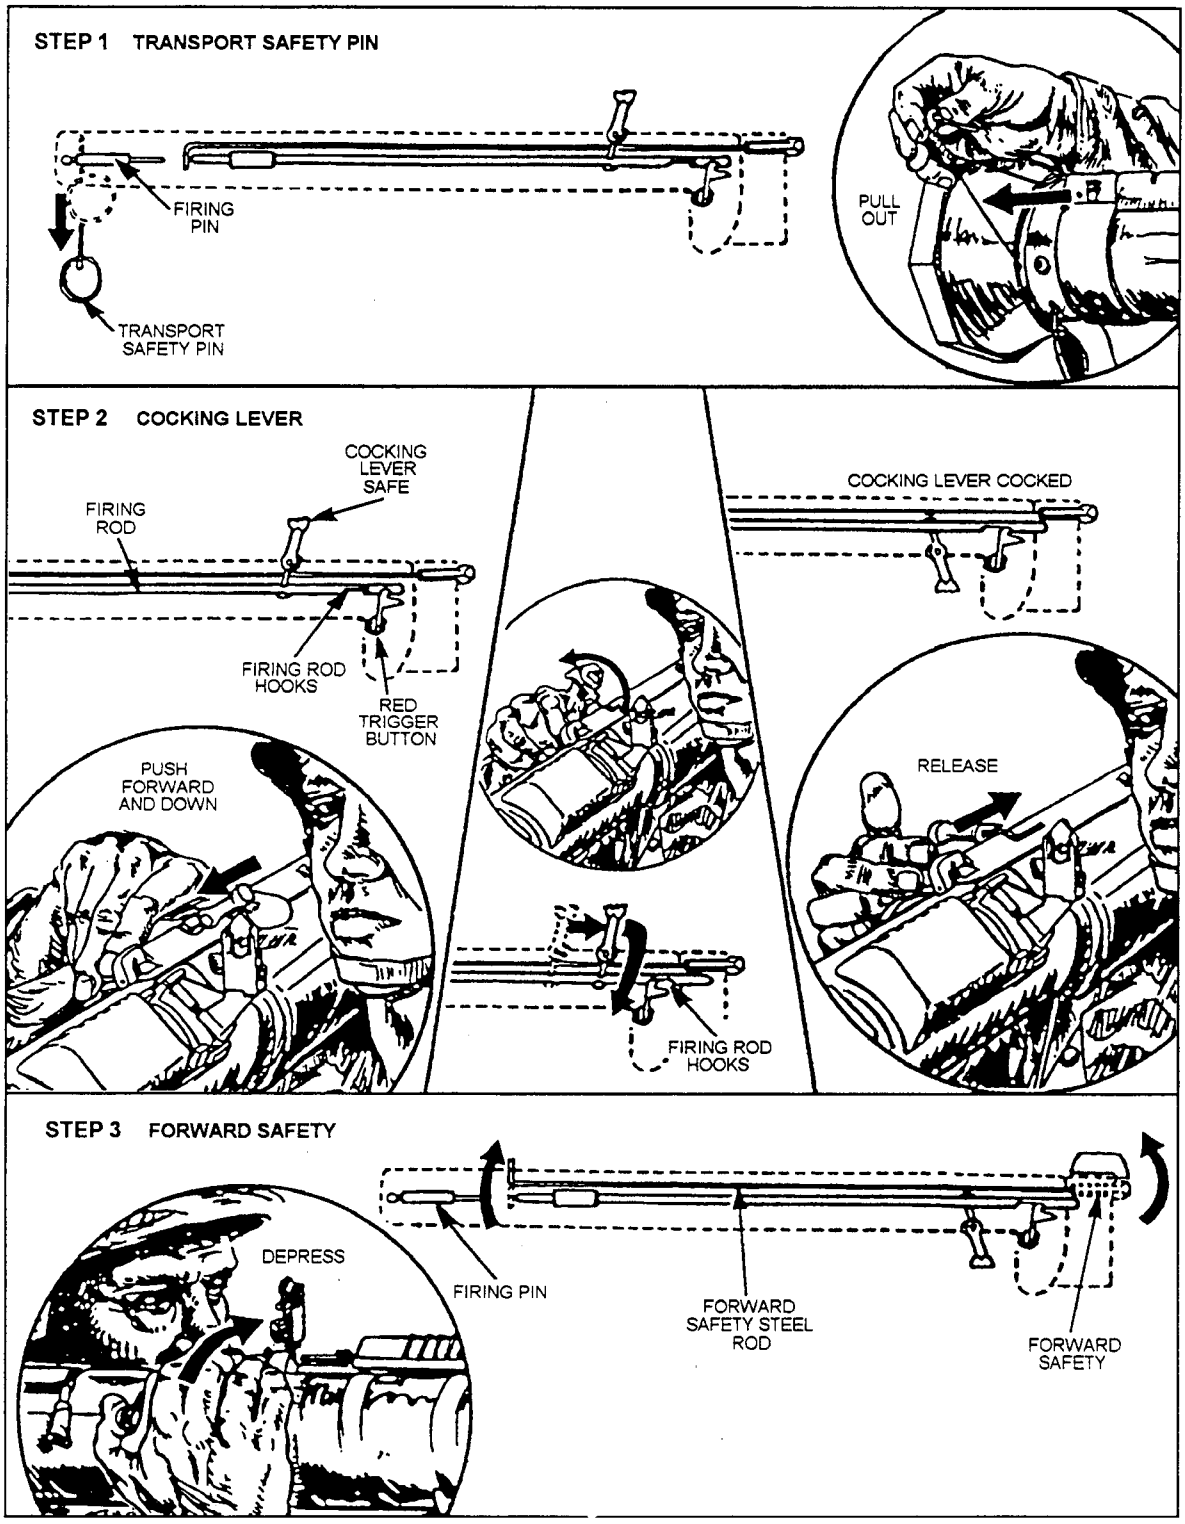

Figure 14-29.—Functioning of the firing mechanism.
1. Transport Safety Pin (Step 1, fig. 14-29). The transport safety pin blocks the movement of the firing pin and prevents it from striking the cartridge percussion cap (not shown). To disengage the transport safety pin, pull it out and release.
2. Cocking Lever (Step 2, fig. 14-29). The cocking lever is attached to the firing rod. When the cocking lever is in the SAFE position, there is no contact between the firing rod and the trigger. To cock the AT4, push the cocking lever forward and down with the thumb of your right hand. When the weapon is cocked, the firing rod is engaged with the trigger through the hooks on the front part of the firing rod and red trigger button.
3. Forward Safety (Step 3, fig. 14-29). The forward safety is located on the forward end of the firing mechanism. The forward safety is connected to a steel rod that prevents the firing rod from striking the firing pin. The forward safety must be fully depressed and held down before the launcher can be fired.